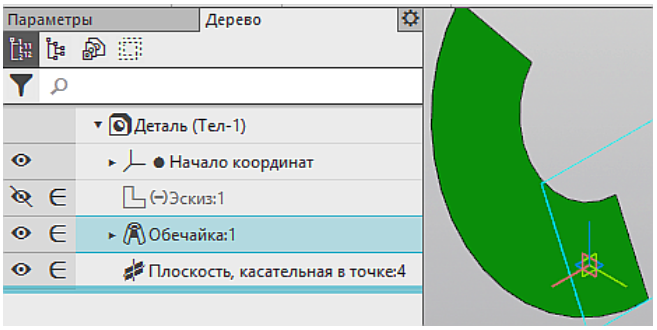

Рис. 1.58
6. Нажмите Enter. После этого нажмите Создать объект ✓. Получим развертку (рис. 1.58).